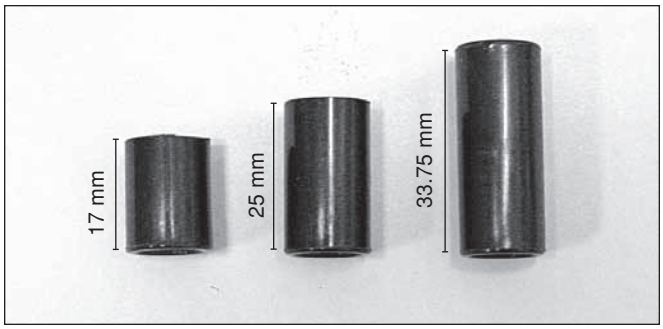
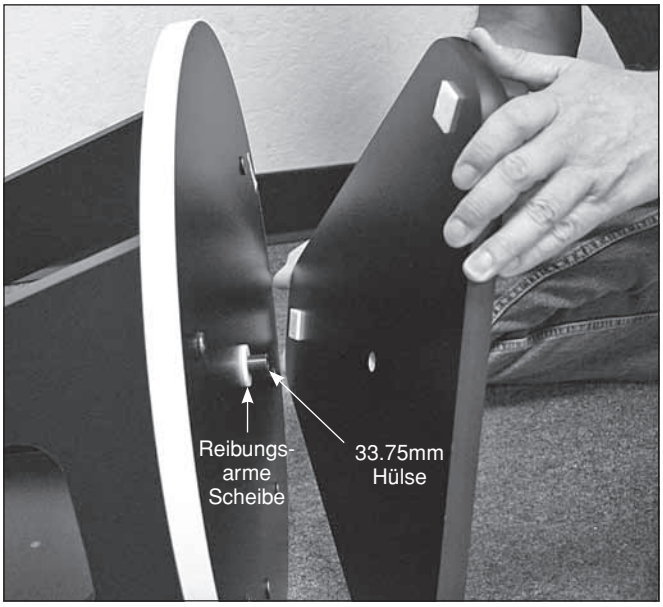

Abbildung 4. Drei Kunststoffhülsen, die in der Montage der XT-PLUS verwendet werden.
Abbildung 5. Montage der Basisplatten.
1. Schrauben Sie die Kunststofffüße (A) mit einem Kreuzschlitz-Schraubendreher und den mitgelieferten, selbstschneidenden Holzschrauben in die untere Basisplatte (B). Führen Sie die Schrauben dazu durch die Füße, und schrauben Sie sie in die dafür vorgesehenen Bohrungen bis sie fest sind.
2. Befestigen Sie die Frontplatte (C) lose mit sechs der Befestigungsschrauben mit schwarzer Basis (E) in den Bohrungen der beiden Seitenwände (D). Ziehen Sie die Schrauben mit einem 4-mm-Sechskantschlüssel fest. Die Seitenwände sollten so ausgerichtet werden, dass die Beschriftung “SkyQuest XT PLUS” nach außen weist. Ziehen Sie die Schrauben noch nicht vollständig fest.
3. Richten einen der Höhenlagerzylinder (F) mit einem der vier Lagerzylinderlöcher an der Innenfläche jeder Seitenplatte aus. Führen Sie die Schraube zum Befestigen des Zylinders (G) für das Höhenlager durch die Seitenwand, und schrauben Sie den Zylinder darauf**.** Sie können den Zylinder von Hand festziehen oder, falls erforderlich, mit dem mitgelieferten 4-mm-Innensechskantschlüssel. Wiederholen Sie diesen Vorgang für die restlichen drei Zylinder des Höhenlagers.
4. Befestigen Sie die Seiten- und Frontplatten an der oberen Basisplatte (H) mit den restlichen sechs Basisbaugruppen-Schrauben in den vorgebohrten Löchern. Ziehen Sie alle sechs Schrauben fest.
6. Drehen Sie die Basis auf ihre Seite. Schieben Sie die längste (33.75mm) der drei schwarzen Kunststoffhülsen (I, siehe **Abbildung 4**) in das Loch in der Mitte der oberen Basisplatte (D). Schieben Sie die Hülse in so weit es geht in die Basisplatte, sodass sie aus der Bodenoberfläche herausragt (**Abbildung 5**).
7. Setzen Sie nun die weiße reibungsarme Distanzscheibe (J) auf den Abschnitt der Hülse, die aus dem Boden herausragt **(Abbildung 5)**.
8. Installieren Sie die untere Grundplatte (B) indem Sie das Mittelloch mit der Nylonbuchse auf eine Höhe bringen. Die weiße reibungsarme Distanzscheibe sollte nun zwischen den beiden Grundplatten (**Abbildung 5**) sein.